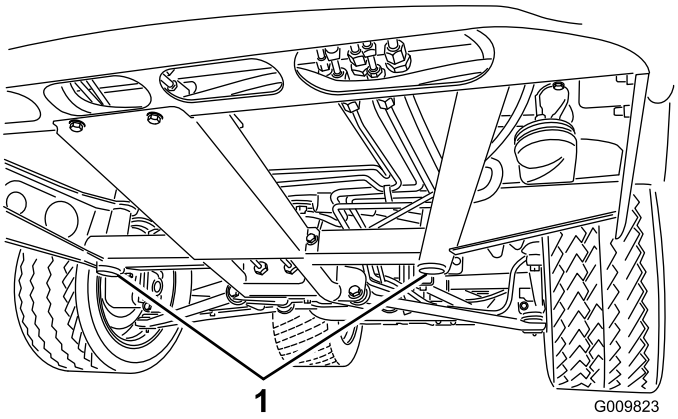
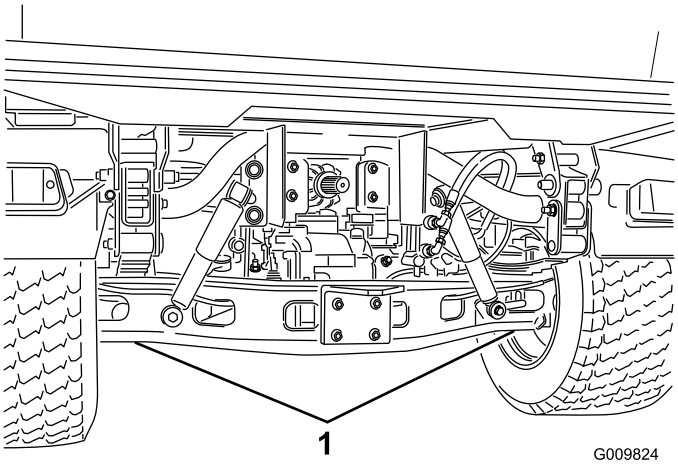

Figur 35
Figur 36
- Jekkpunktet foran på maskinen er under midten av den fremre rammestøtten (Figur 35), og bak er det under akselen (Figur 36).